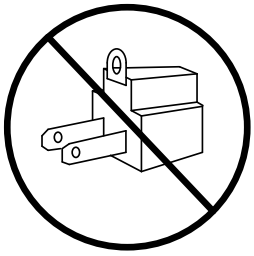

Figure 4
- N'utilisez aucun adaptateur. (Voir Figure 4).